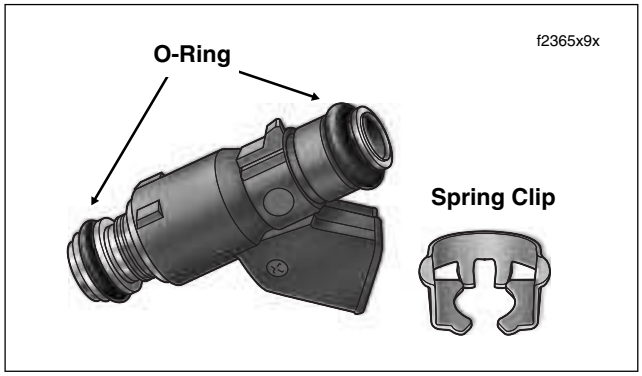

Figure 9-29. Fuel Injector Assembly
6. Remove O-rings from fuel injectors. Discard O-rings. See Figure 9-29.
1. Apply a thin coat of clean engine oil to **new** O-rings. Install O-rings on fuel injectors, the thicker O-ring with the smaller ID going on the fuel rail (high pressure) side. See Figure 9-29.